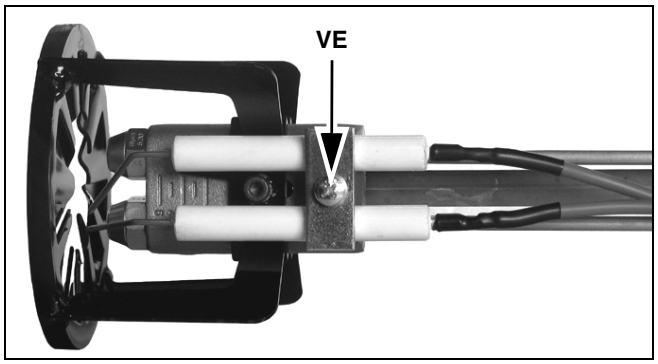
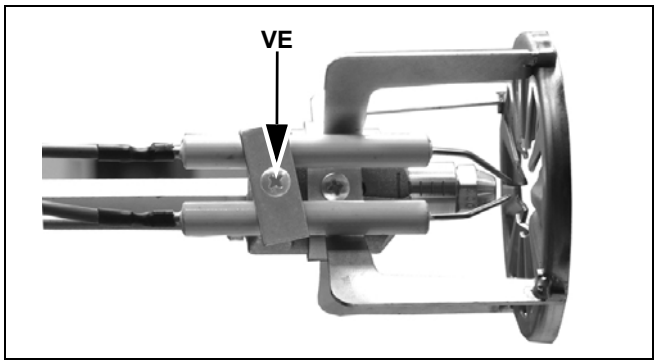

Рис. 47 - Горелки двухступенчатые
Рис. 48 - Горелки одноступенчатые
- Отвинтить винт **VE** с снять электроды с держателя (Рис. 47 - Рис. 48).